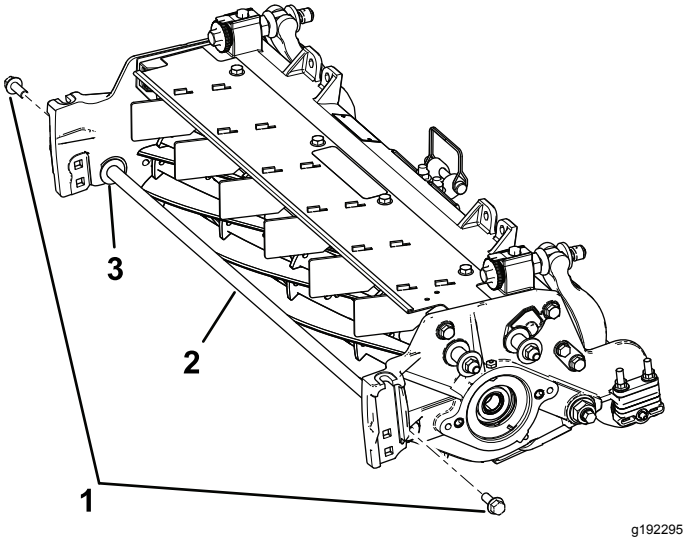

Figur 5
9. Fjern de 2 flangehovedbolte og spændeskiver, der fastgør støttestangen, og afmonter støttestangen (Figur 5).